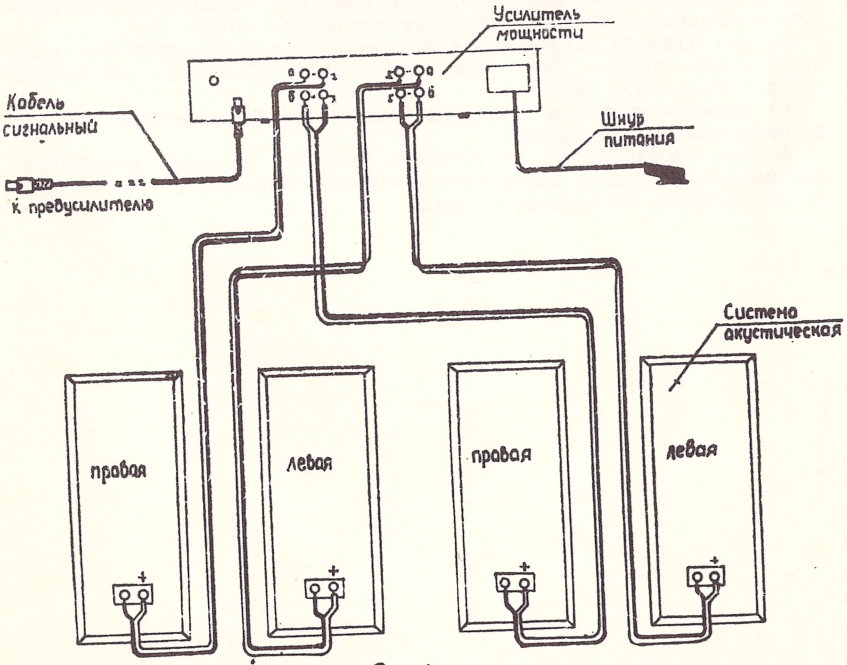

Рис. 4
6.2.3. Подключите акустические системы и сигнальный кабель для подключения предусилителя согласно рис. 4.